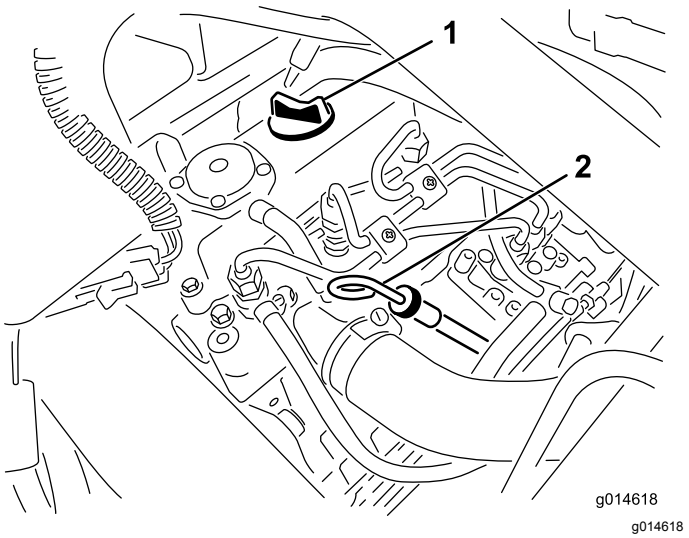

Figur 21
2. Ta ut peilestaven og tørk den med en ren fille (Figur 21).